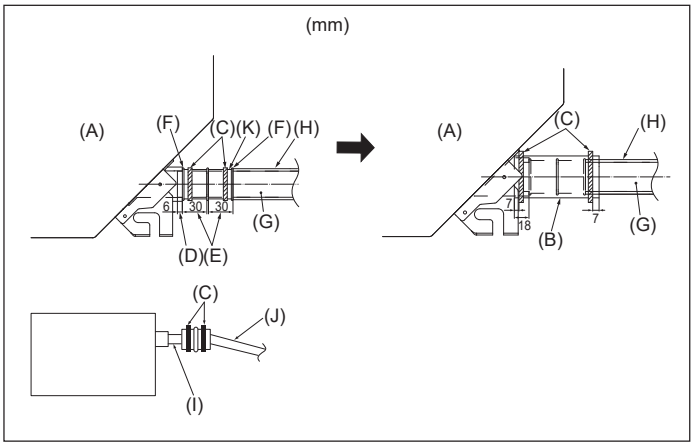

Fig. 5-2
1. Raccorder la prise d'ecoulement (fourni avec l'appareil) au port de drainage. (Fig. 5-2) (Apposer le tube à l'aide de ruban adhésif en PVC puis le fixer avec une sangle.)